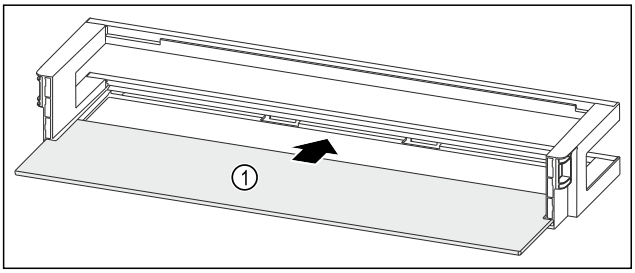

Fig. 235 Door rack with shelf
▶ Push the shelf *Fig. 235 (1)* into the side recesses.